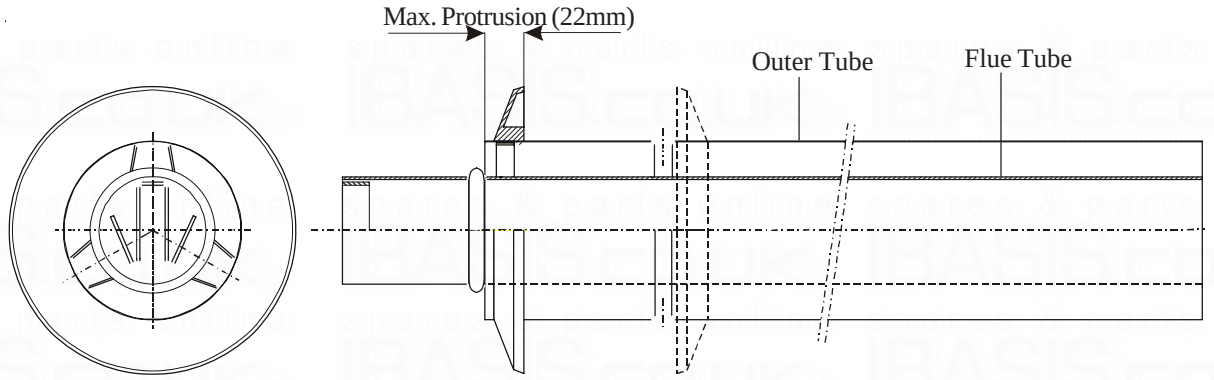

Fig. 5
5.2.5 It is recommended that the flue is fitted so that the outer part is flush with the wall. However, where this is not the through the wall MUST NOT exceed 22mm (see Fig. 5)